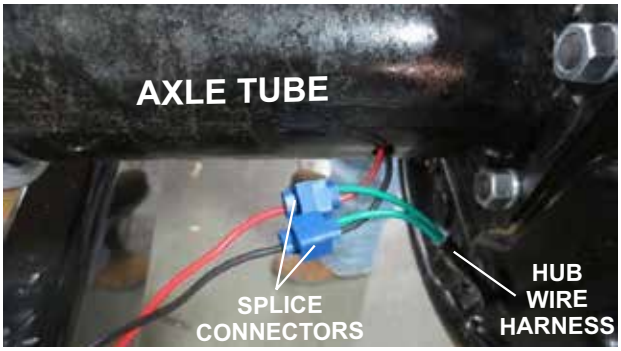

Figure 16. Street-Side Wiring
There are two wires extending from the axle tube as shown in Figure 16, connect these wires as follows:
> Wire colors may be different than those shown in Figure 16.
1. Using splice terminal connectors (P/N 19761), attach the two wires coming from the axle tube to the two wires coming from the hub wire harness (Figure 16).